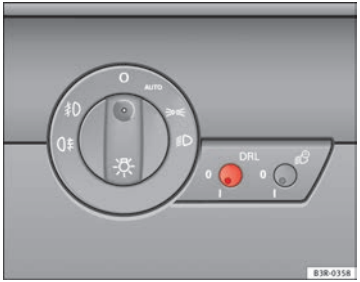

Fig. 88 Daytime running lights switch
– Briefly press the knob ⇒ Fig. 88 to release it from its set position.